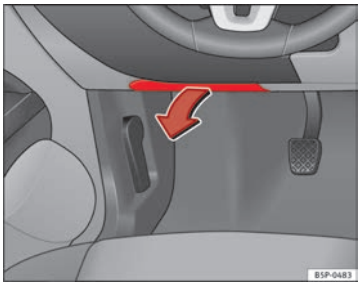

Abb. 185 Links in der Instrumententafel: Abdeckung des Sicherungskastens.
- *Öffnen*: Abdeckung nach unten aufklappen ⇒Abb. 185.